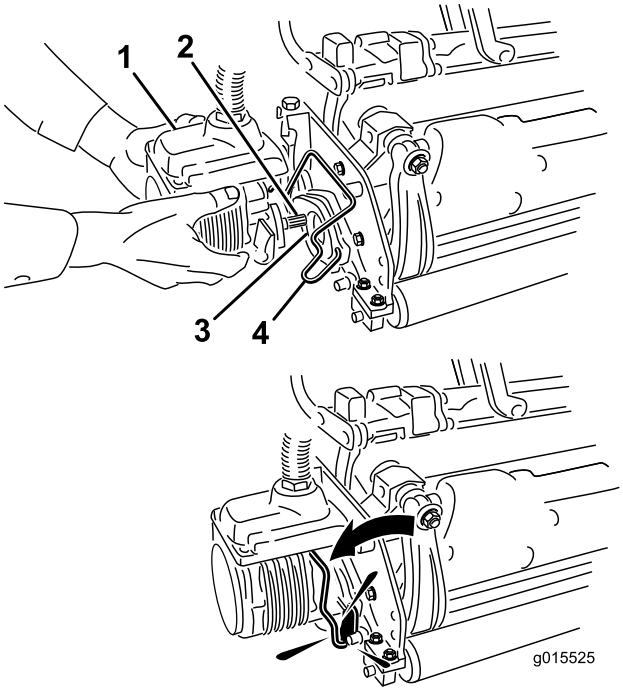

Figuur 37
6. Smeer schoon vet op de sleufas van de motor van het maaidek (Figuur 37).
7. Steek de motor in de linkerkant van het maaidek (gezien vanuit de bestuurdersstoel) en trek de motorbevestigingsstang op het maaidek in de richting van de motor totdat u aan beide kanten een klik hoort (Figuur 37).